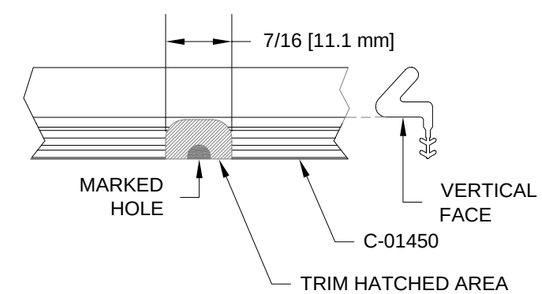

FIGURE 4: REAR SEAL NOTCH
Step 34: Trim a notch around each marked hole location on the C-01450 Rear Seal. Use a paper hole punch to create the radius corners, then use a razor blade to cut the straight edges of the notches. Position the notches as close to the vertical face of the rear seal as possible to allow it to rest as far forward as possible when installed. See Figure 4.
Step 18: Carefully tighten the hardware in "ZONE 1" as shown on Page 38-27, Figure 4. Use caution to prevent canopy cracks due to overtightening.